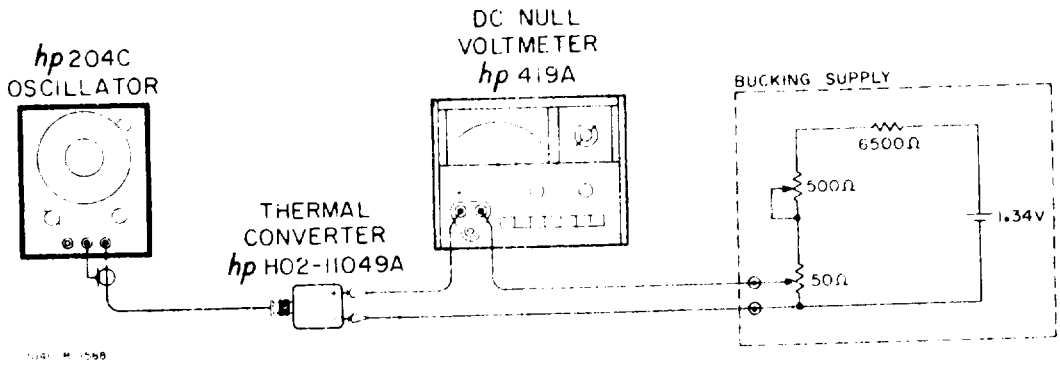

Figure 5-2. Flatness Check
a. Connect the equipment as shown in Figure 5-2.